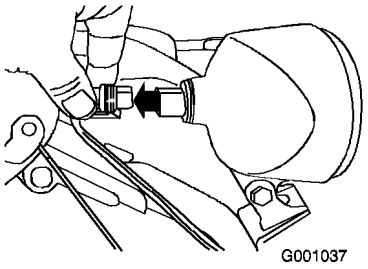

Bild 57
1. Nehmen Sie den Kabelanschluss hinten am Scheinwerfer ab (Bild 57).